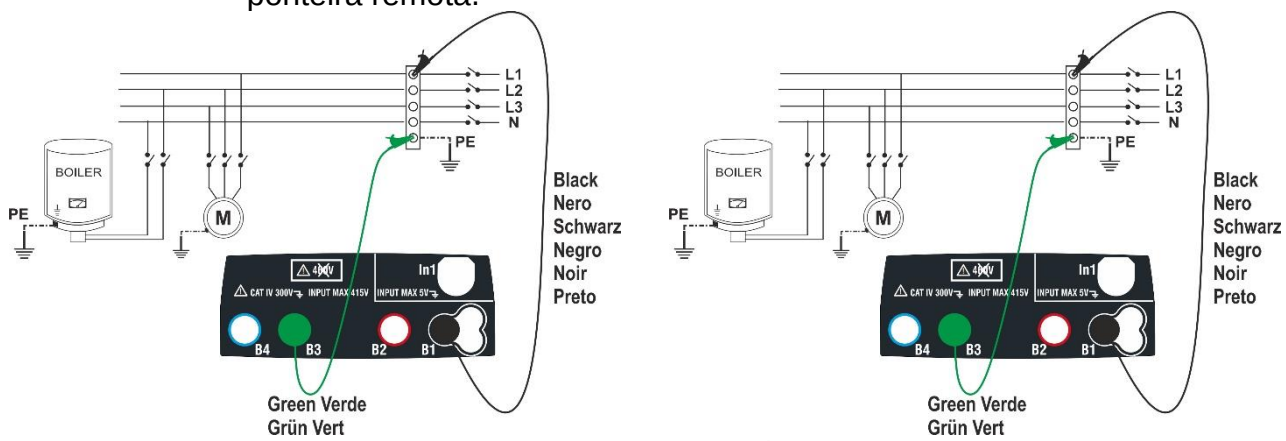
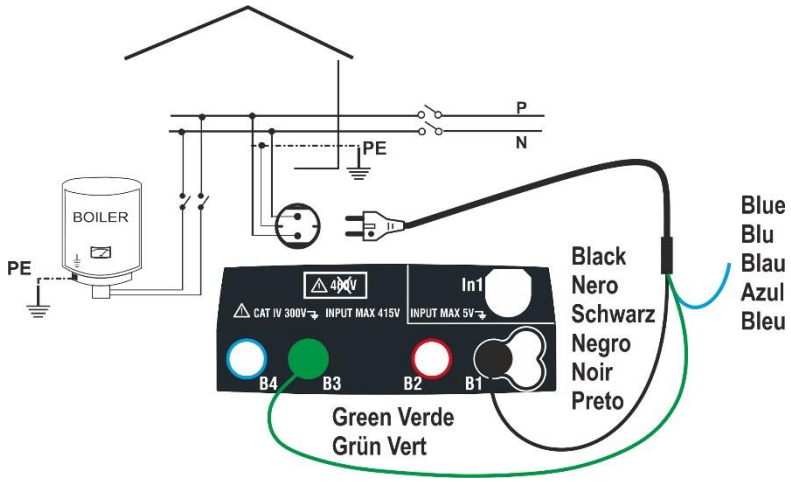

Fig. 8: Verificação do isolamento L-PE através de cabos e ponteira remota
Fig. 9: Verificação do isolamento L-PE através de ficha shuko
6. Conectar os crocodilos e/ou as ponteiras e/ou a ponteira remota nas extremidades dos condutores em exame de acordo com as Fig. 8 e Fig. 9.